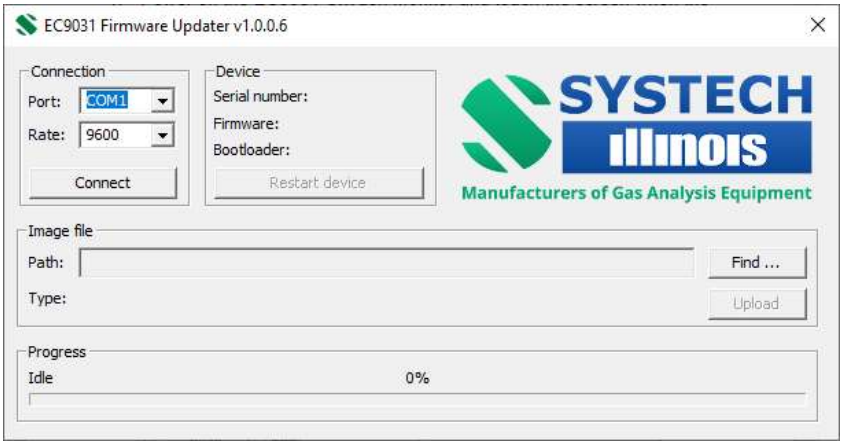

Figure 10: EC9031 Firmware Updater software
3. Run the EC9031 Firmware Updater software, see Figure 10.